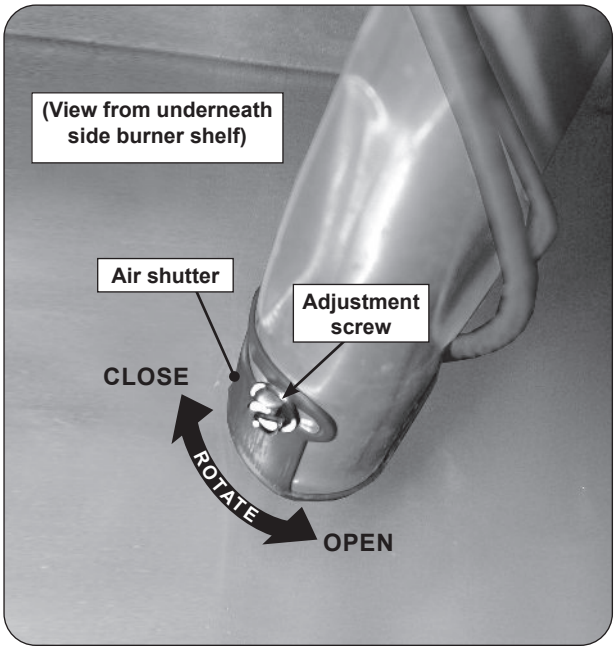

Fig. 43-1 Side burner air shutter adjustment detail
2. Loosen the adjustment screw with a flathead screwdriver, then carefully rotate the shutter to open or close it. See Fig. 43-1 for details.